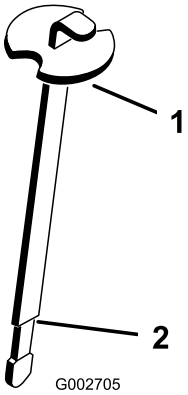

Figuur 16
3. Verwijder de peilstok uit de vulbuis en veeg deze af met een schone doek. Steek de peilstok in de vulbuis. Verwijder deze daarna en controleer het vloeistofpeil. Het vloeistofpeil moet tot aan de markering (versmalde stuk) op de peilstok staan (Figuur 16).